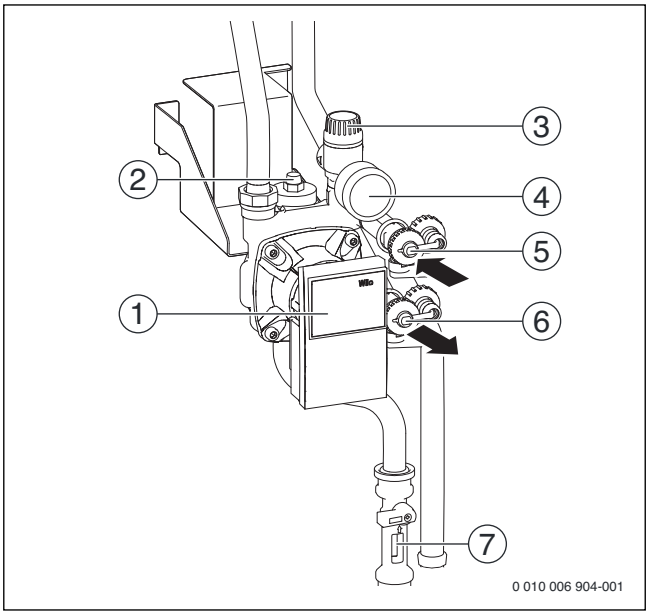

Fig. 75 Prezentare generală grup solar
▶ Racordați armătura de umplere conform reprezentării din fig. 75.
▶ Deschideți robinetele de alimentare şi golire (→ fig. 75, [5] şi [6]).
▶ Pe perioada clătirii filtrați de mai multe ori pentru scurt timp robinetul de umplere şi de golire de pe partea de aspirare (→ fig. 75, [6]) de la limitatorul de debit şi ulterior deschideți-l rapid complet. Astfel, se pot elibera bulele de aer adunate în țeavă.